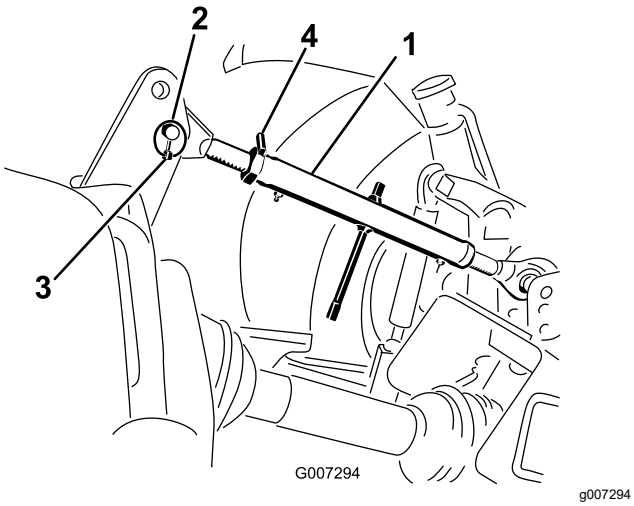

Figur 8
1. Koppla ihop den övre länken med det nedre hålet i fästet och fäst den med en kättingbult och hjulsprint (Figur 8).
3. Vrid den övre länken för att spänna den. Justera den tills maskinens främre ram är vertikal (Figur 8).